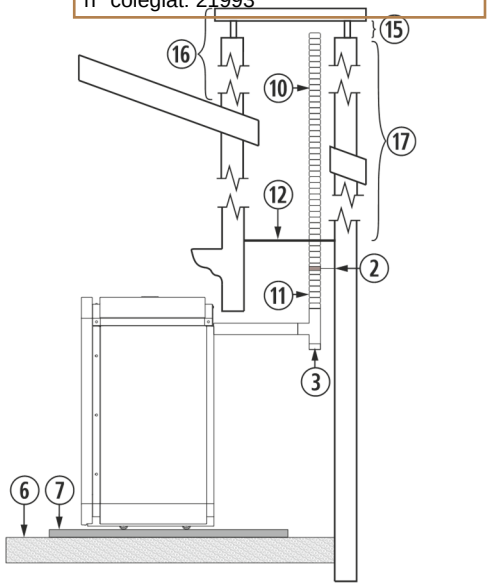

Figura 10
4.28. A instalação de um encastrável numa chaminé de obra pode ser feita em toda a sua totalidade em tubo flexível, tal como indicado na *figura 10.* Devemos ter especial cuidado na hora de realizar o isolamento entre a chaminé e o tubo da saída de gases para evitar possíveis retrocessos de gases em caso de tempestade.